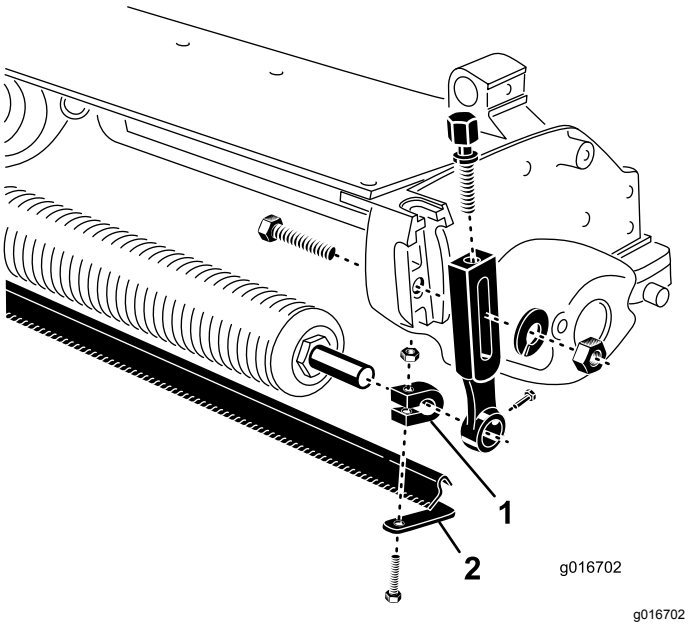

Figura 2
5. Instale provisionalmente un tornillo de caperuza y una tuerca en cada abrazadera (Figura 2). No apriete.
6. Introduzca una abrazadera sobre cada extremo del eje del rodillo (Figura 2).
9. Posicione el cepillo entre el rodillo delantero y la unidad de corte, según se muestra en Figura 2.